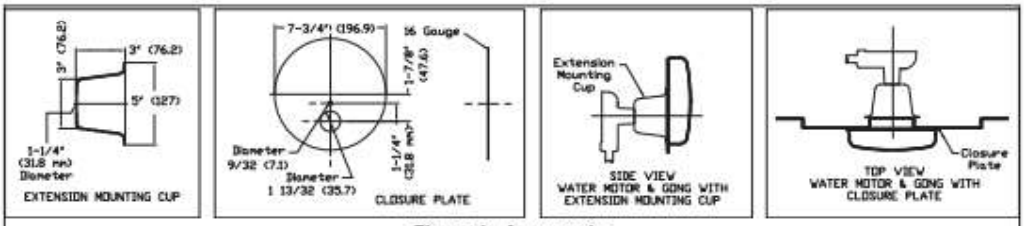

Figure 1: Accessories
K. Attach the water motor assembly by threading the body (3) onto the free threaded end of the spacer pipe. The chamfered ends of the drive shaft allow it to slide into position as the water motor body is threaded onto the spacer pipe. When the assembly is properly tightened, the water motor should be positioned with the 1" (25 mm) NPT drain outlet facing downward and the 3/4" (20 mm) NPT alarm line inlet horizontal. See Figures 1 and 3.
L. Attach the gong, the flat washer, and the gong label (16, 17, and 18) to the gong support installed on the exterior surface of the wall, with the 5/16-18 x 12" (13 mm) screw (19). Note: The flat washer must be installed between the gong and the gong support (17).